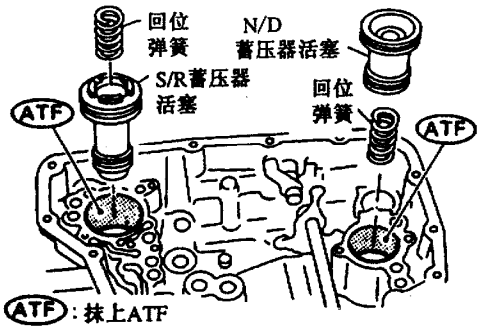

图 9－7－76　安装蓄压器活塞
(6) 如图 9－7－77 所示，在变速器壳上安装制动带伺服油孔的唇密封垫（要涂上适量的凡士林）。